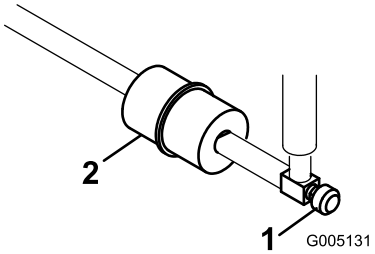

Figur 44
Et filter er bygget inn i drivstoffslangen mellom drivstofftanken og forgasseren (Figur 44).
1. Steng drivstoffavstengingsventilen, løsne slangeklemmen på forgassersiden av filteret, og fjern drivstoffslangen fra filteret (Figur 44).
2. Plasser et tappefat under filteret, løsne den gjenværende slangeklemmen, og ta ut filteret (Figur 44).